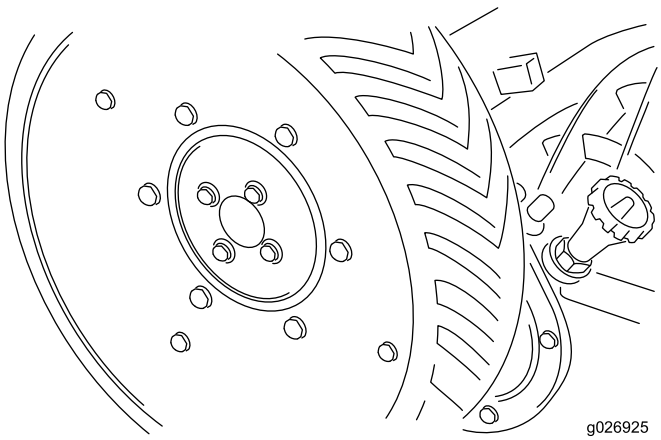

**Figure 3**
4. Install drive wheels with capscrews and lockwashers (Figure 3). Do not try to install the wheels over the shipping caps